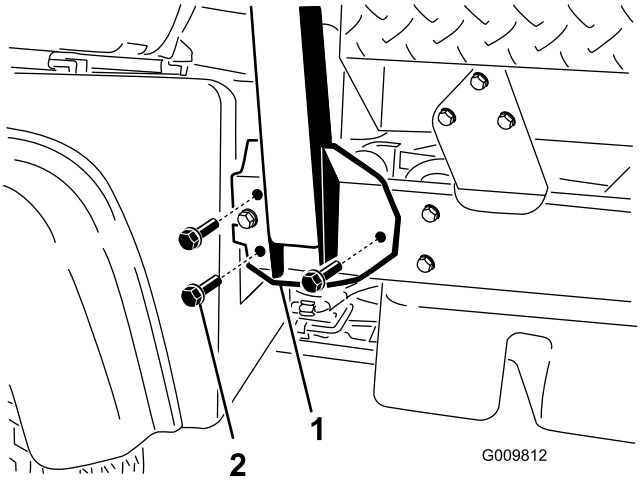

**Figur 4**
1. Placer hver side af styrtbøjlen ud for monteringshullerne i hver side af køretøjets stel, som vist i Figur 4.